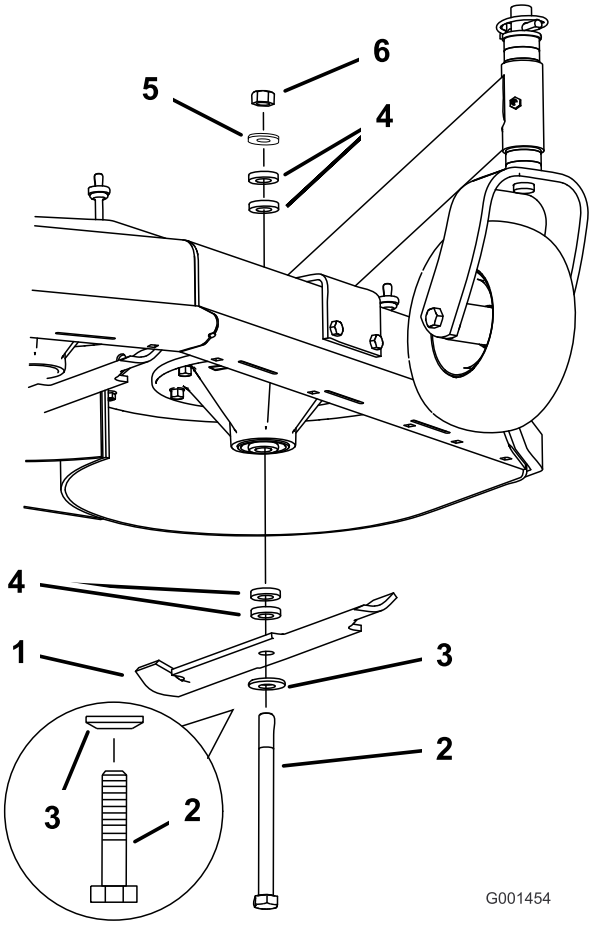

Figur 15
4. Hold skæreknivsbolten fast, og fjern møtrikken. Skub bolten ned gennem spindlen, og tilpas afstandsbøsningerne efter behov (Figur 15).
5. Monter bolten, den buede møtrik og skærekniven. Tilføj ekstra afstandsbøsninger, og fastgør dem med en tynd skive og en møtrik (Figur 15).